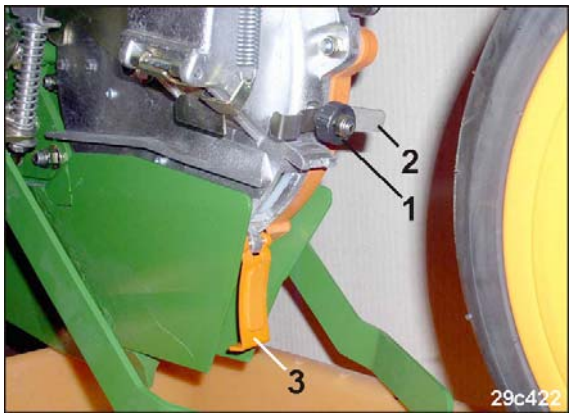

Fig. 109
6. Die Mutter (Fig. 109/1) lösen.
7. Die Feder (Fig. 109/2) zur Seite schwenken.
8. Die Restentleerungsklappe (Fig. 109/3) öffnen und das Sägehäuse entleeren.